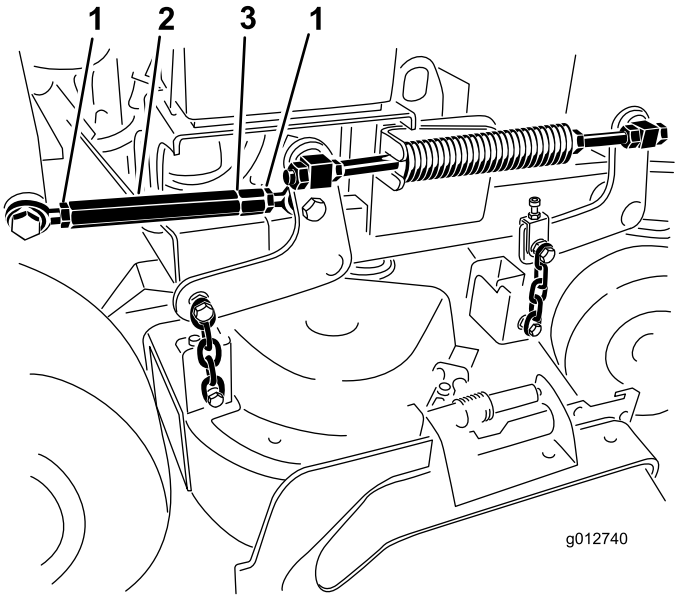

Figure 86
7. Desserrez les écrous de blocage à chaque extrémité du tendeur (Figure 86).
Remarque: L'extrémité du tendeur portant la gorge usinée est filetée à gauche (Figure 86).